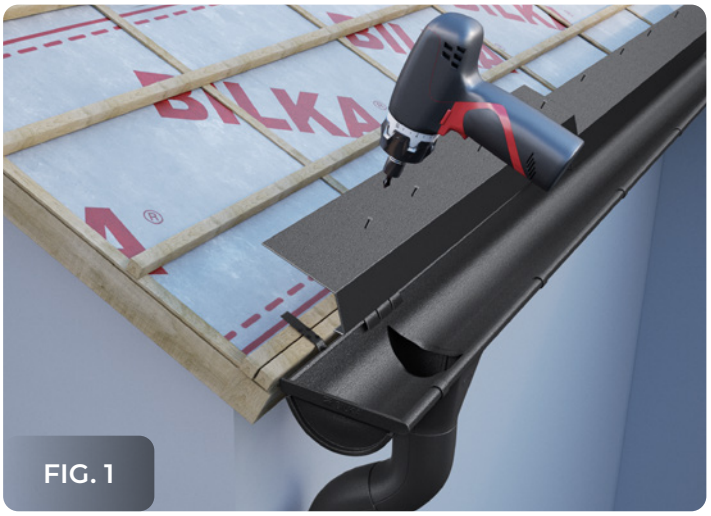

FIG. 1
- Bordura streașină se montează pe toată lungimea streșinii. Fixarea se face cu șuruburi autoforante cu cap plat, la o distanță de 250 - 300 mm unul de altul - fig. 1, 2.